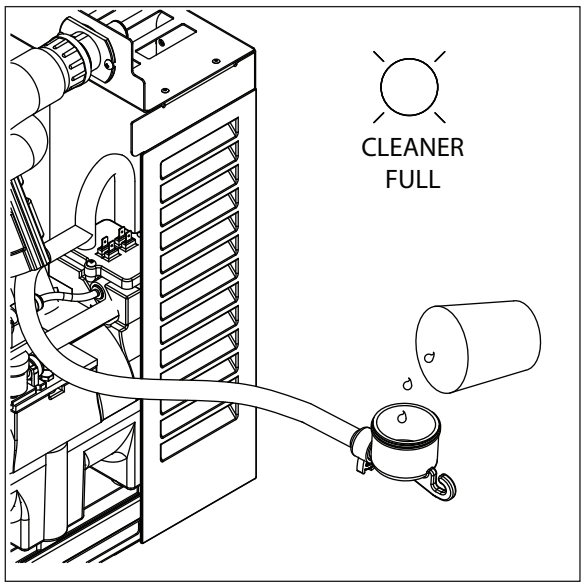

Fig. 3
3. Replace cover on cleaning cup. Wait until machine restarts. Machine will clean, then flush 3 times in approximately 15 minutes (Fig. 3).
6. Replace cover on cleaning cup. Wait until machine restarts. Machine will clean, then flush 3 times in approximately 15 minutes (Fig. 3).